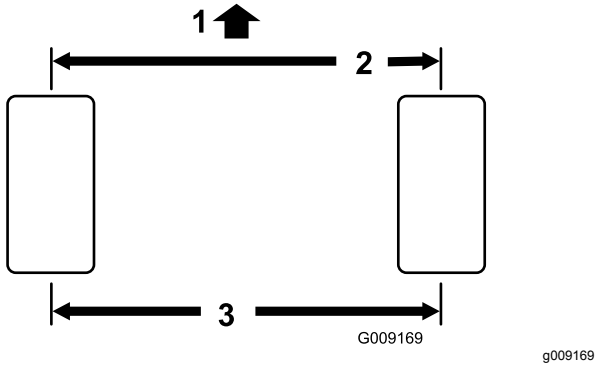

Bild 48
2. Messen Sie den Abstand vorne und hinten an den Lenkreifen Mitte-zu-Mitte (auf Achshöhe).Bild 48